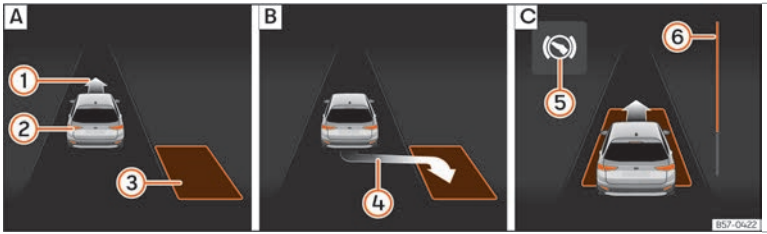
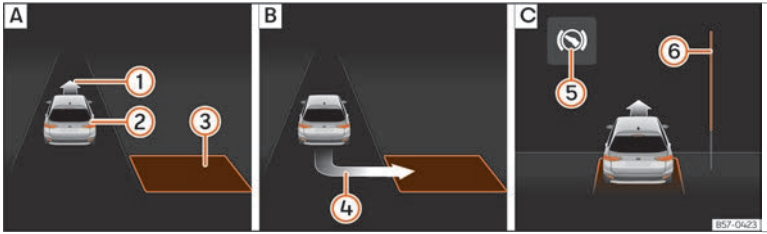

Fig. 172 No ecrã do painel de instrumentos: estacionar em linha. A Procurar um lugar de estacionamento. B Posição para estacionar. C Manobrar.
Fig. 173 No ecrã do painel de instrumentos: estacionar em espinha. A Procurar um lugar de estacionamento. B Posição para estacionar. C Manobrar.
- Observe na visualização do ecrã do painel de instrumentos se se detetou o lugar como «apropriado» e se atingiu a posição correta para estacionar **››› Fig. 172** B ou **››› Fig. 173** B. O lugar foi considerado «apropriado» se no ecrã do painel de instrumentos aparecer a indicação de estacionar ④.
• Retroceda até o sinal contínuo do ParkPilot soar; **OU:** retroceda até aparecer a indicação de marcha à frente no ecrã do painel de instrumentos ››› Fig. 172 C ou ››› Fig. 173 C; **OU:** retroceda até aparecer a mensagem **`Park Assist finalizado`** no ecrã do painel de instrumentos. A barra de progresso ⑥ indica a distância a percorrer ››› Página 260.
• Faça marcha à frente até soar o sinal contínuo do ParkPilot; **OU:** faça marcha à frente até aparecer a indicação de fazer marcha-atrás no ecrã do painel de instrumentos. O sistema de estacionamento assistido manobra o veículo em frente e em marcha-atrás até centrá-lo no lugar ››› Fig. 172 C ou ››› Fig. 173 C.
A barra de progresso ››› Fig. 172 ⑥ e ››› Fig. 173 ⑥ mostra simbolicamente no ecrã do painel de instrumentos a distância relativa que ainda falta percorrer. Quanto maior for a distância, mais cheia está a barra de progresso. Ao circular em marcha à frente, o conteúdo da barra de progresso diminui para cima, e ao circular marcha-atrás, diminui para baixo.